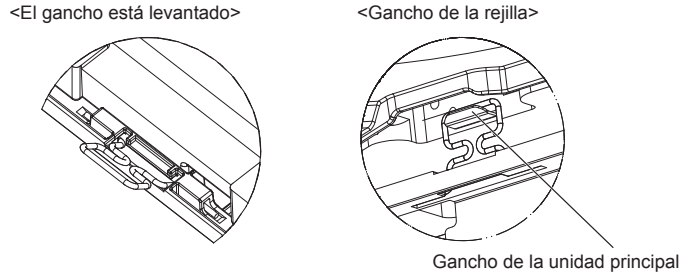

Fig. 10-5
- Alinee los orificios de los tornillos en las esquinas de la rejilla con los orificios correspondientes en las esquinas de la unidad principal, sujete los dos ganchos de la rejilla en los resaltes del depósito de drenaje de la unidad principal, y cuelgue provisionalmente la rejilla. (Fig. 10-5)
- **Después de apretar el tornillo, confirme que los dos ganchos de la rejilla (Fig. 10-5) estén sujetos en los ganchos de la unidad principal.**